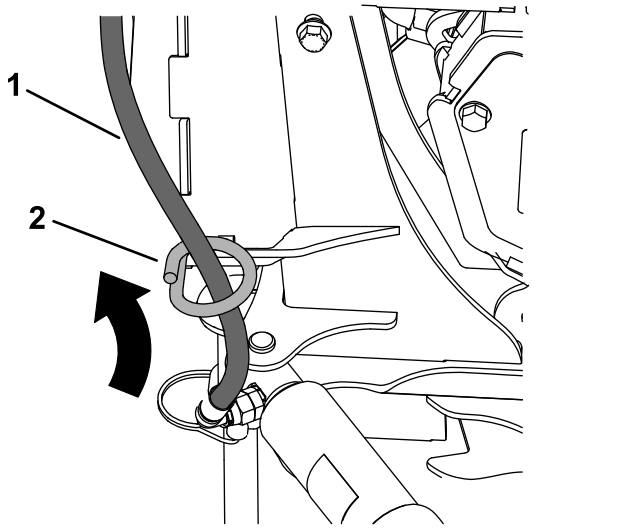

Figure 11
9. Route the hoses though the hose guides on the left and right sides of the broom quick-attach triangle (Figure 11).